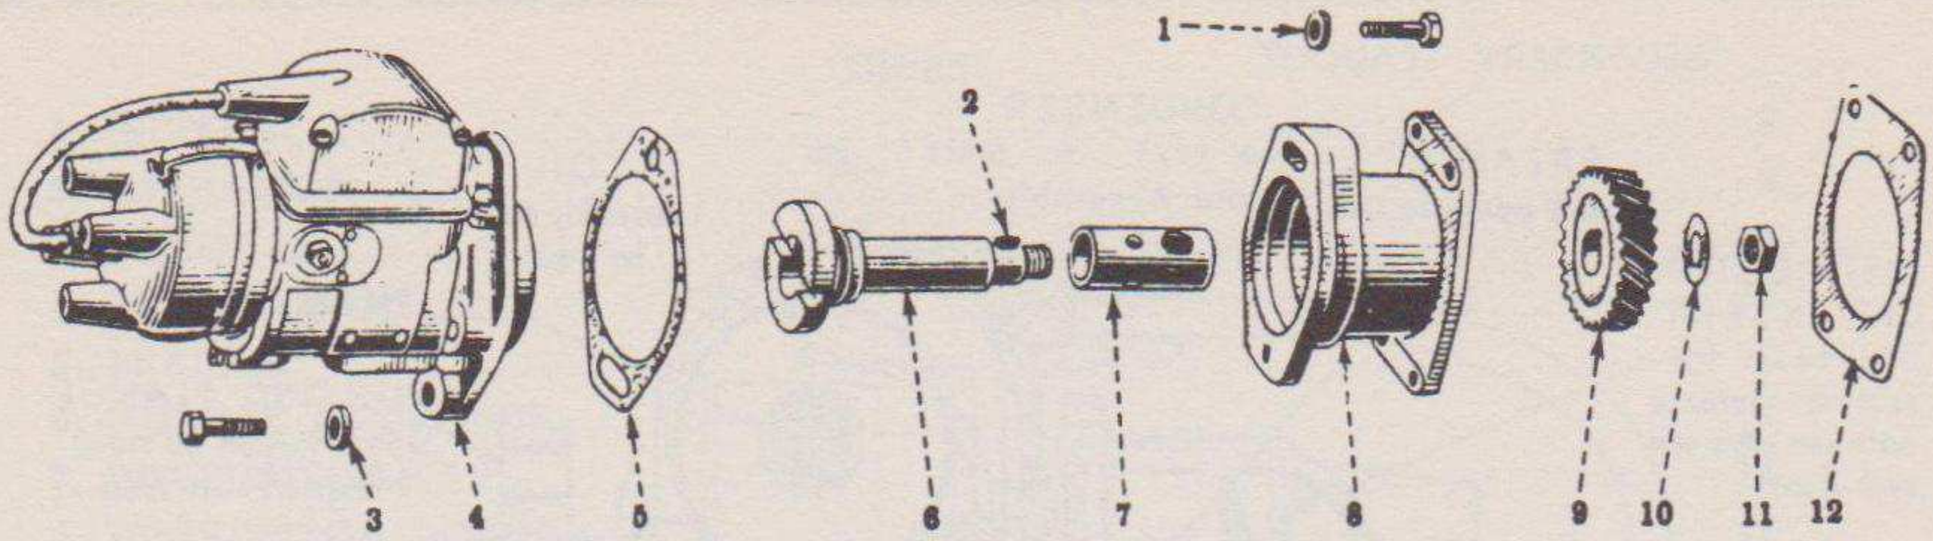

Fig. 7—Exploded view of magneto drive.
b.—*Disassembly.*—(1) Bend back the nut lock (10) and run off nut (11) Fig. 7.